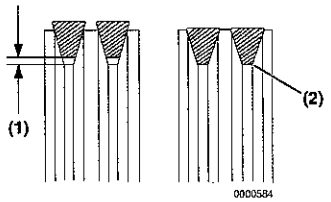

Figura 6
3. Regolare adeguatamente la tensione della cinghia a V. Deve essere presente uno spazio **(Figura 6, (1))** fra la cinghia a V e il fondo della scanalatura della puleggia. Se non è presente alcuno spazio **(Figura 6, (2))** fra la cinghia a V e il fondo della scanalatura della puleggia, sostituire la cinghia.